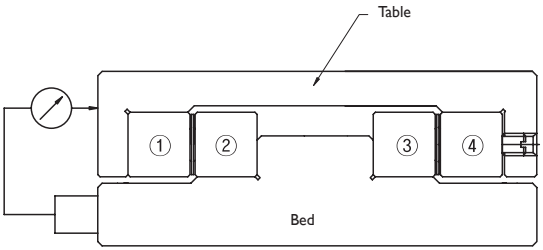

Figure 4. How to install
3) Set a dial gauge as shown in Figure 4. Lightly fasten an adjustment bolt until the table has no runout in order to obtain a certain amount of stroke. Set the dial gauge to zero.